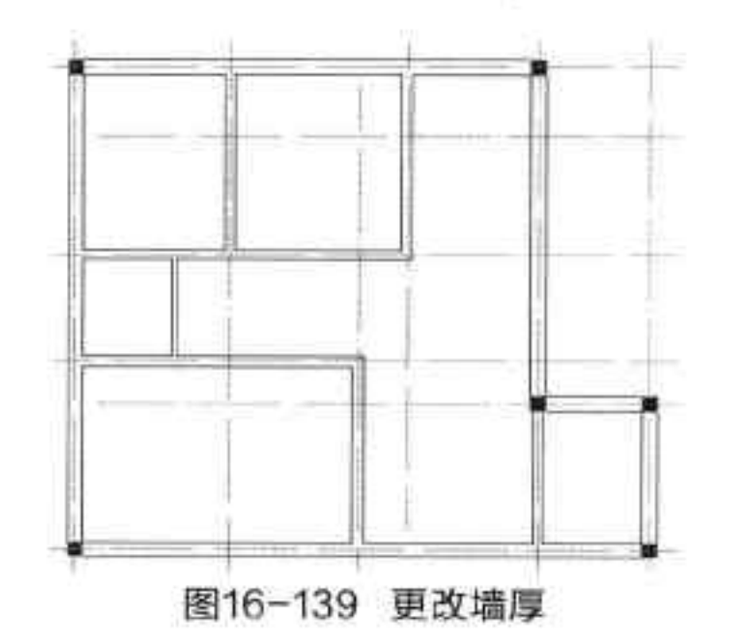

图16-139 更改墙厚
Step22 数值输入完成后，按回车键即可更改当前墙厚，结果如图 16-139 所示。